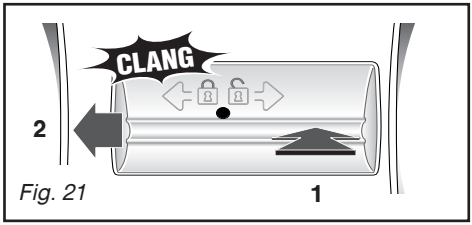

Fig. 21
– remettez la pièce **A** en place en prenant soin de bien la positionner dans les ouvertures au fond du tambour et en la poussant vers la gauche jusqu'à ce qu'elle soit parfaitement encliquetée *(Fig. 21)*.